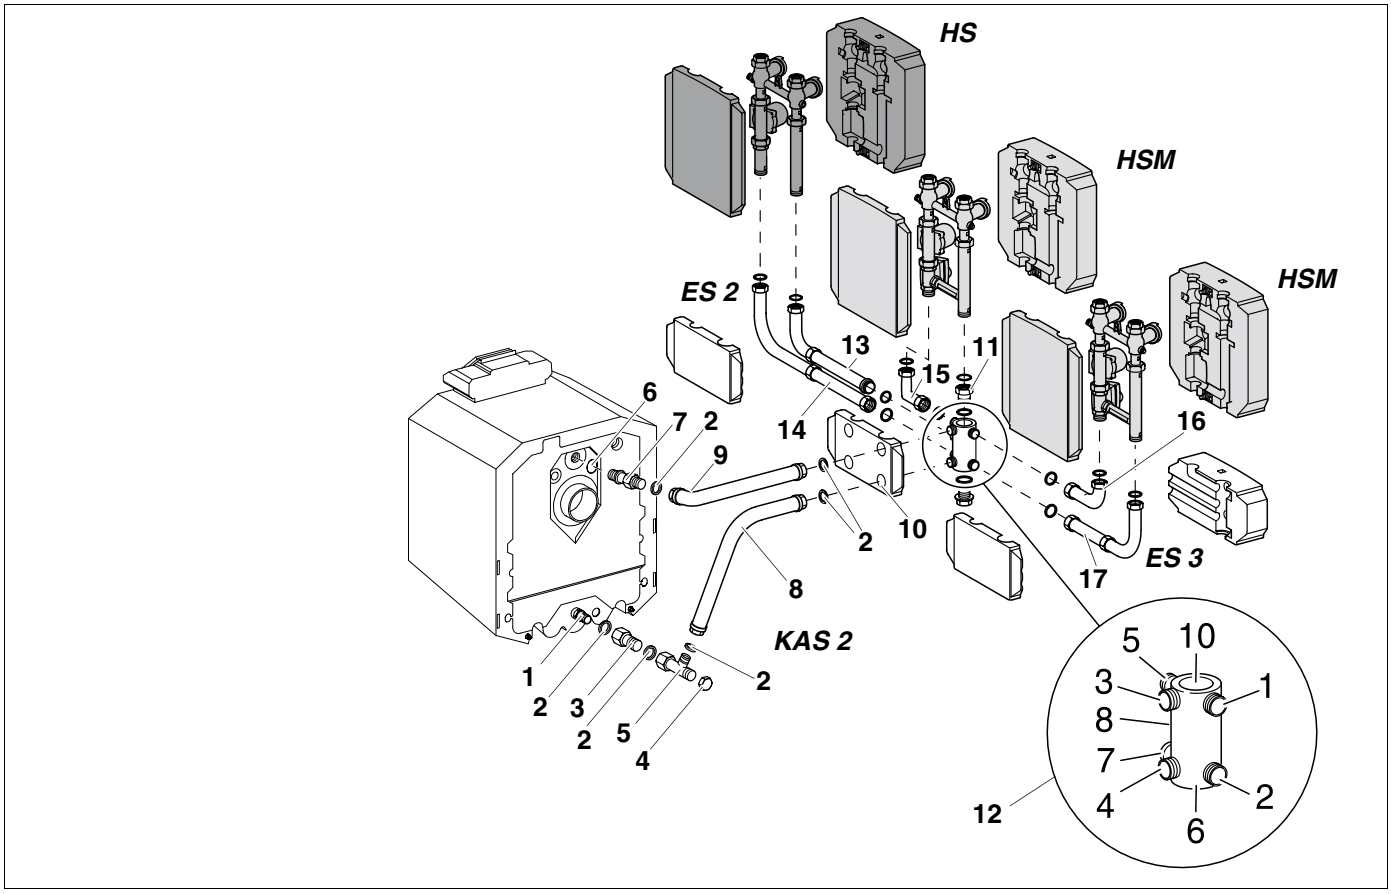

Afb. 8 Zijdelings parallel, links van de ketel
Legende zu afb. 8
- Monteer de bocht met de dichting (lange been) (afb. 8).
- Monteer de bocht met de dichting (korte been) (afb. 8).
- Schroef de pompgroep met mengklep (HSM) of zonder mengklep (HS) conform afb. 8 vast.
- Schroef de pompgroep met (HSM) of zonder mengklep (HS) conform afb. 8 vast.